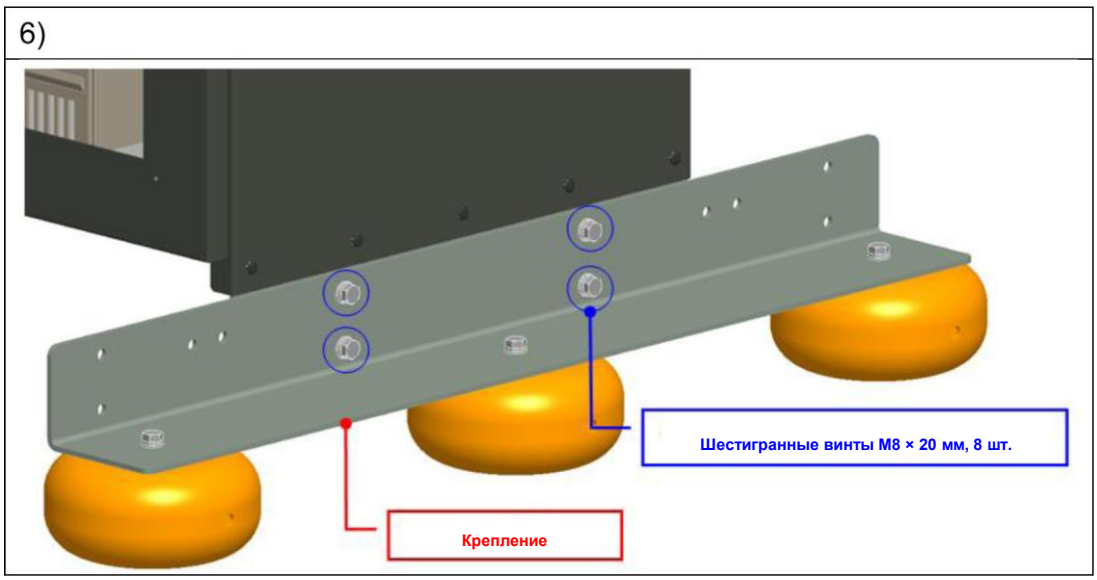

Рис. 6. Вид нижней части PowerWave 33 S3 с креплением и винтами сбоку
6) После размещения ИБП в окончательном положении разобрать левое и правое крепления, как показано на рис. 6 на следующей странице, и установить переднее и заднее окрашенные крепления.